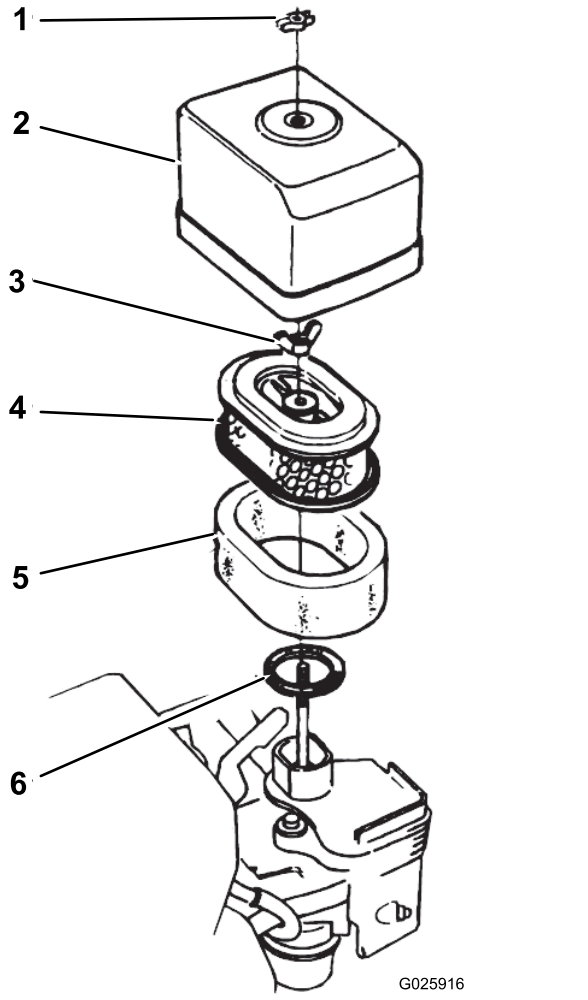

Figure 31
1. Remove the wing nut securing the air-cleaner cover to the air cleaner, and remove the cover (Figure 31).
4. Assemble the air-cleaner cover to the air cleaner with the wing nut (Figure 31).
2. Remove the wing nut from the air filter, and remove the filter (Figure 31).
3. Remove the foam air-filter element from the paper element (Figure 31).
1. Assemble the foam air-filter element onto the paper element (Figure 31).
2. Inspect the gasket for wear and damage (Figure 31).
3. Ensure that the gasket is positioned on the air inlet for the carburetor (Figure 31).
4. Assemble the air-filter elements to carburetor with the wing nut (Figure 31).
5. Assemble the air-cleaner cover to carburetor with the other wing nut (Figure 31).